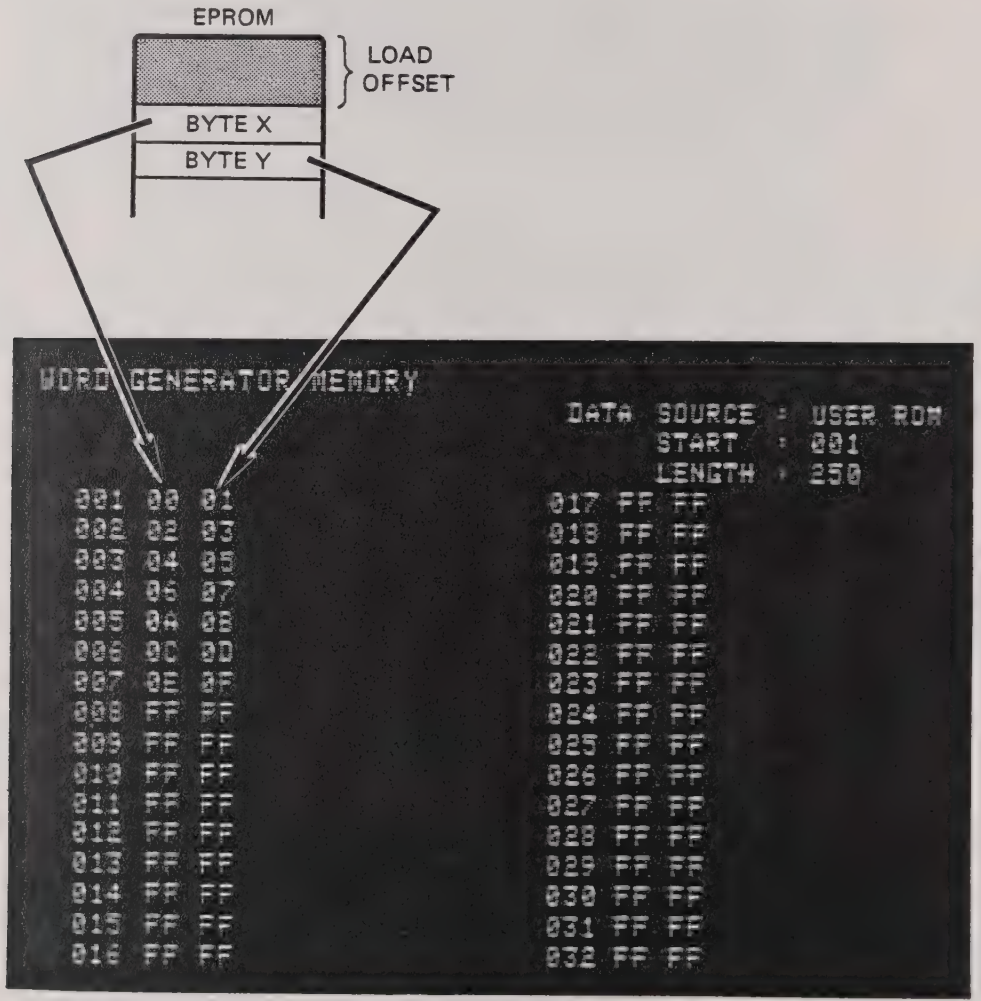

Figure 6.3 - Data Display for the Series 200 User ROM
6.3.5.3.2 **User ROM Data Pattern** - the data for the Word Generator comprises a 16-bit word which occupies two adjacent bytes in the EPROM. Refer to Figure 6.3.